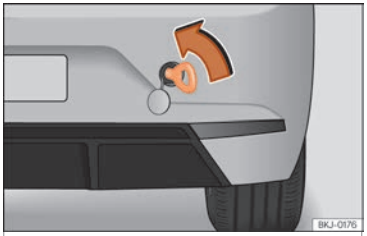

Fig. 48 Right side of the rear bumper: towline anchorage in position.
- Screw the towline anchorage into the housing by turning it as far as it will go **anticlockwise** ››› Fig. 48››› ❗. Use a suitable object that can completely and securely tighten the towing eye in its housing.